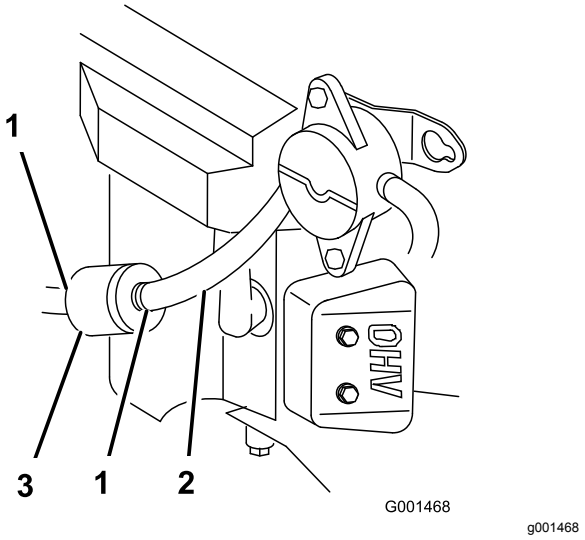

Figur 31
4. Kläm ihop ändarna på slangklämmorna och skjut bort dem från filtret (Figur 31).